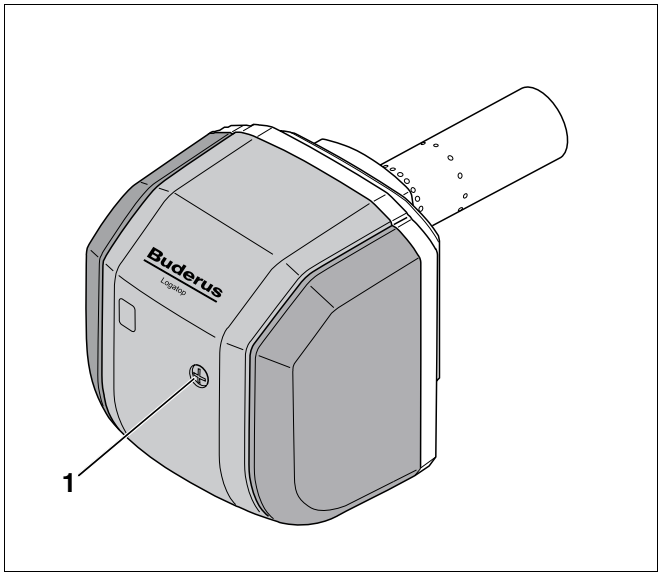

Fig. 58 Posizionare e avvitare la cuffia del bruciatore
- Serrare la vite di fissaggio (fig. 58, **pos. 1**) della cuffia del bruciatore.